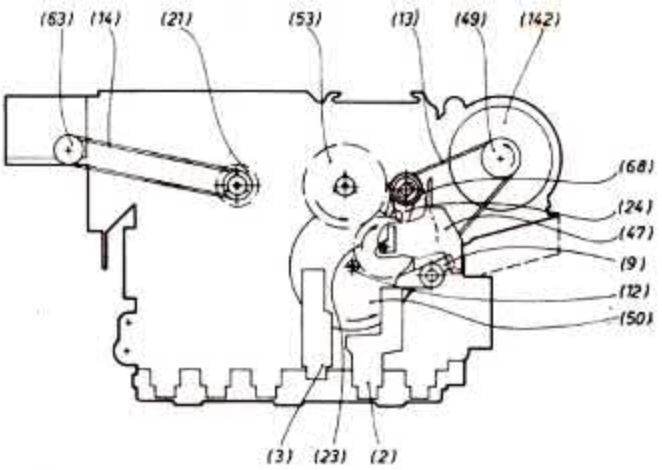

Abb. 2
Die Abb. 2–4 zeigen die einzelnen Funktionen des Laufwerkes. Bei allen Laufwerkfunktionen wird die Schwungmasse (50) über die Antriebspese 1 (13) von der Riemenscheibe (49) des Motors (142) angetrieben.
3.1. Funktion „Wiedergabe" und „Aufnahme" (Abb. 2)
3.2. Funktion „Pause" (Abb. 2)